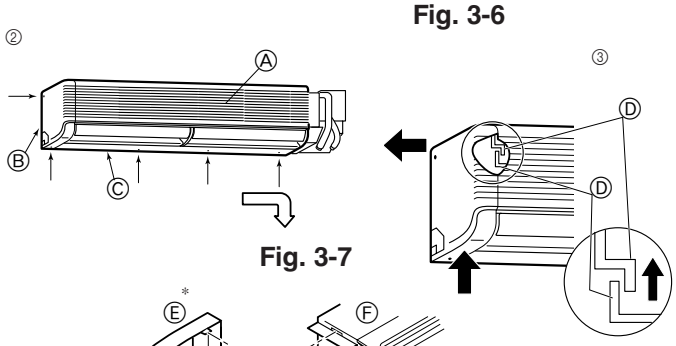

Fig. 3-7
② Снимите пять винтов, обозначенных стрелками на диаграмме. (Fig. 3-7)
③ Снимите сначала левую боковую панель, затем – нижнюю панель.